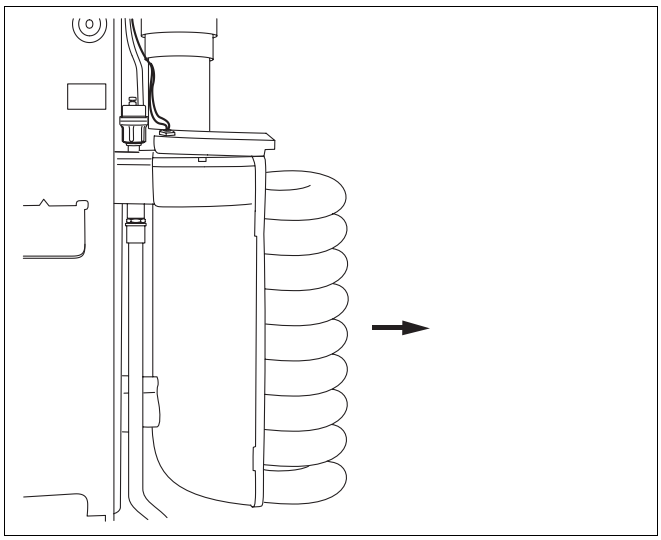

Rys. 54 Wyjęcie wymiennika ciepła
- Wyjąć wymiennik ciepła do przodu. Wylać resztki wody z wymiennika ciepła do wanny kondensatu (rys. 54).